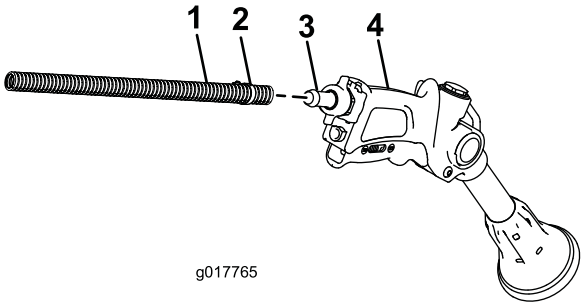

Figur 18
2. Anslut den långa slangens fria ände till kopplingen på sprutpistolen (Figur 18).